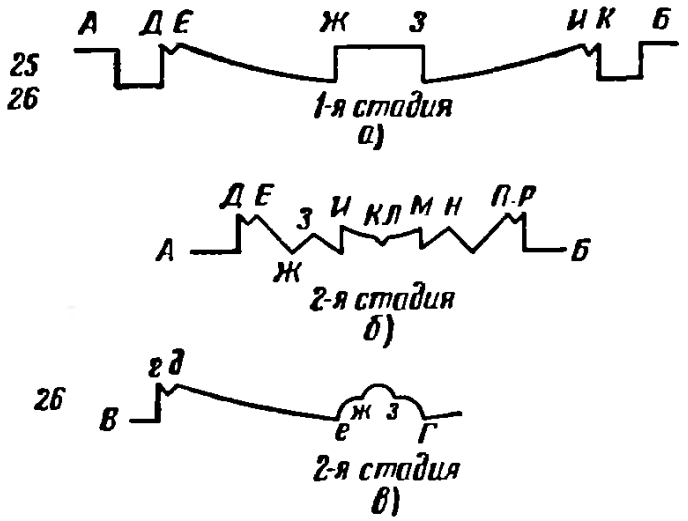

Рис. 63
На рис. 63 показаны основные стадии резьбы рис. 25 и 26 учебной доски.
5) стамесками *№9 к 11* вырезать на рис. 25 и 26 учебной доски поверхность внутри круга с диаметром *ЕП* с углублением в направлении малого круга (рис. 63.а).
Профиль канавки показан на рис. 63, *а* между точками *Д* и *Е*, *П* и *К*.
Вторая стадия резьбы: 1) стамесками *№ 10* и *12* вырезать на рис. 26 учебной доски поочередно звенья (лепестки) розетки, т. е. фигуры *аиУФХкб*, *бкЧШп* и т. д., а также сердцевины звеньев. На рис. 63, б между точками *П* и *М* показан профиль одного из звеньев розетки, а между точками *К* и *Л* — профиль сердцевины звена;
На разрезе *АБ* (см. рис. 63, *б*) между точками *Ж*, *З*, *П* и *М*, *Н*, *О* показан профиль части розетки после вырезания указанных фигур;
4) стамеской *№ 5* придать центру розетки форму, показанную на рис. 63, *в* между точками *е*, *ж* и з, *Г;*